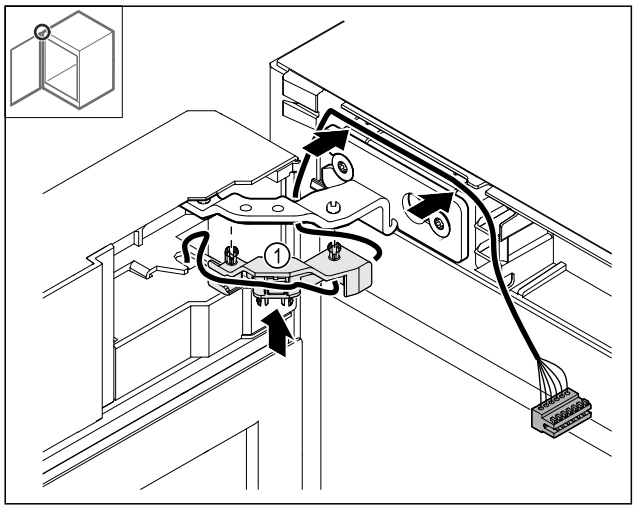

Fig. 45
- ▶ Apăsați suportul de cablu *Fig. 45 (1)* în balama.